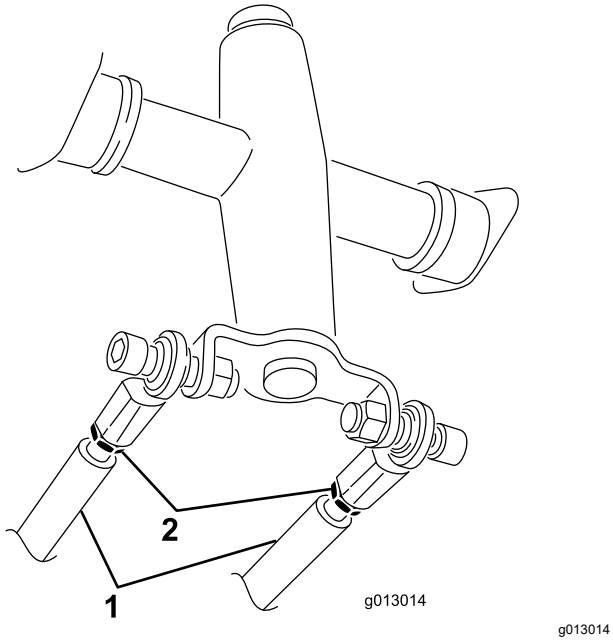

Figuur 58
3. Draai de contramoeren op de tractiestangen onder het bedieningspaneel los (Figuur 58).